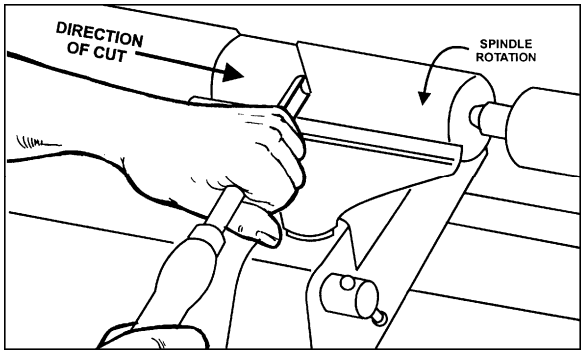

Figure 34
3. Beginning about 2” from the tailstock end of the workpiece, roll the flute (hollowed-out portion) of the tool in the direction of the cut. See Figure 34. Make long sweeping cuts in a continuous motion to rough the piece down to a cylinder.